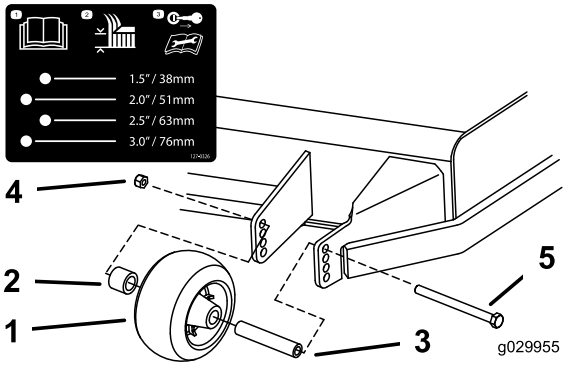
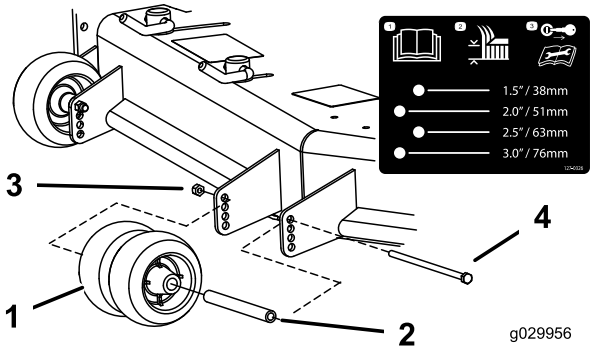
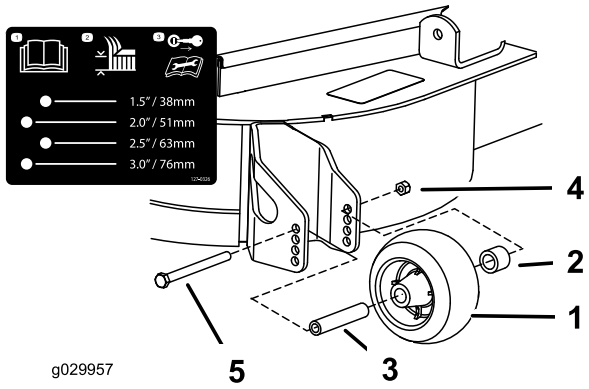

Figur 31
Figur 32
Figur 33
3. Justera antiskalpvalsarna på det sätt som visas i Figur 31, Figur 32 och Figur 33.